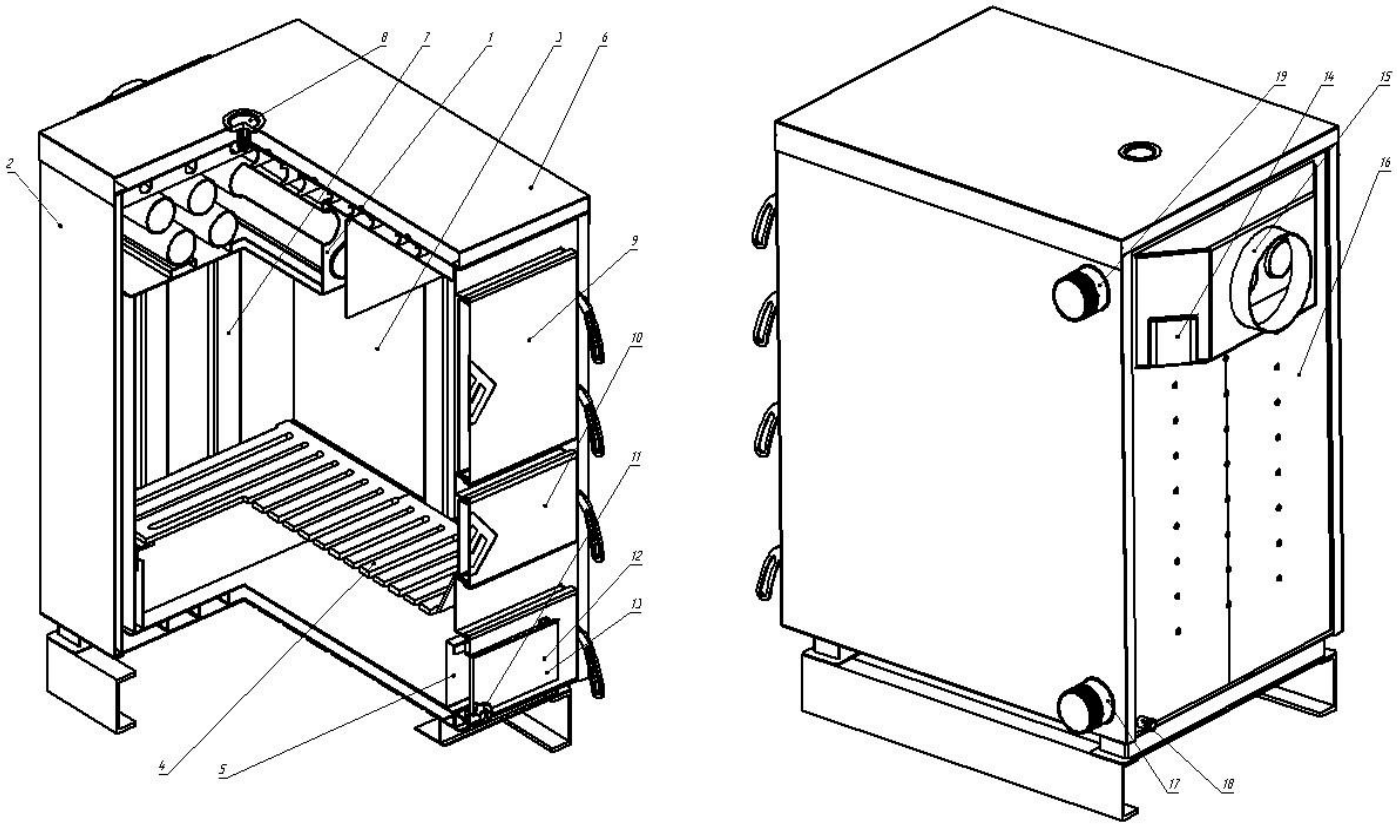

Рис. 1 Конструкция отопительного котла
3.6.4 Эксплуатировать котел при неполном заполнении системы отопления водой и с открытыми дверцами (поз.9,10,13) (см. рис.1).
4.1. Котел (рис.1) состоит из корпуса (поз. 16), топки (поз.3), теплообменника (поз. 1), дымохода (поз. 15).